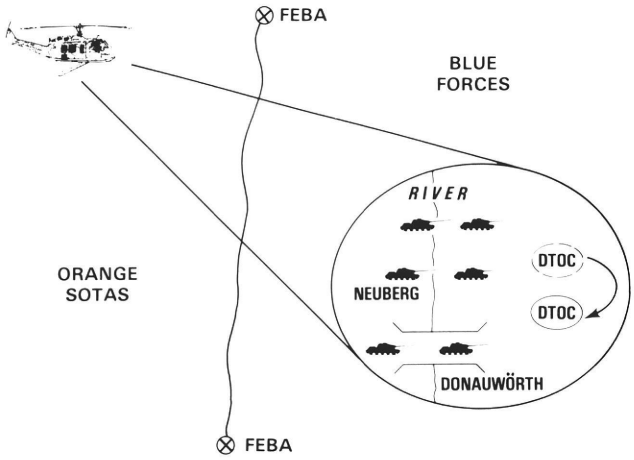

FIGURE 6
• **SOTAS Locates Blue River Crossings.** On the 18th, Orange SOTAS flew six successful missions totaling nearly 7 hours. Of significant interest during that period was the location of river crossing operations including the destinations of the crossing units. Orange SOTAS observed two Blue river crossings in the vicinity of coordinates PV 6001 (NEUBURG) and PV 6702 (east of NEUBURG). Also, traffic on Highways 2 and 16 was tracked as it merged at Donauworth and headed south (figure 6). Information derived from SOTAS regarding the withdrawing Blue Forces played a key role in Orange planning for their imminent river crossing operations.